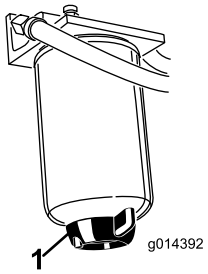

Figur 47
Töm ut vatten eller andra föroreningar från vattenseparatorn (Figur 47) dagligen. Byt ut filterskålen var 400:e körtimme.
2. Lossa avtappningspluggen i botten på filterskålen (Figur 47).